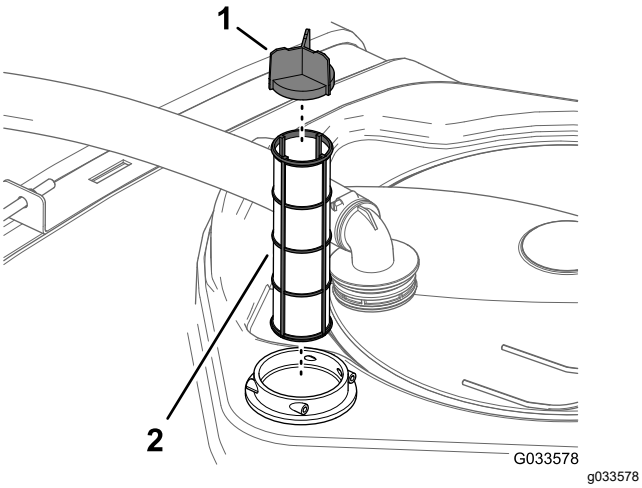

Bild 113
4. Entfernen Sie den alten Saugfilter aus dem Filtergehäuse im Behälter (Bild 113).